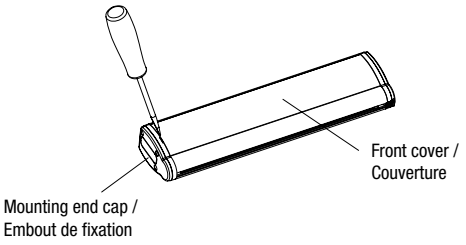

Fig. 6
2. Use a screwdriver open the front cover (See Fig.6).
2. À l'aide d'un tournevis, ouvrez le capot avant (voir fig. 6).